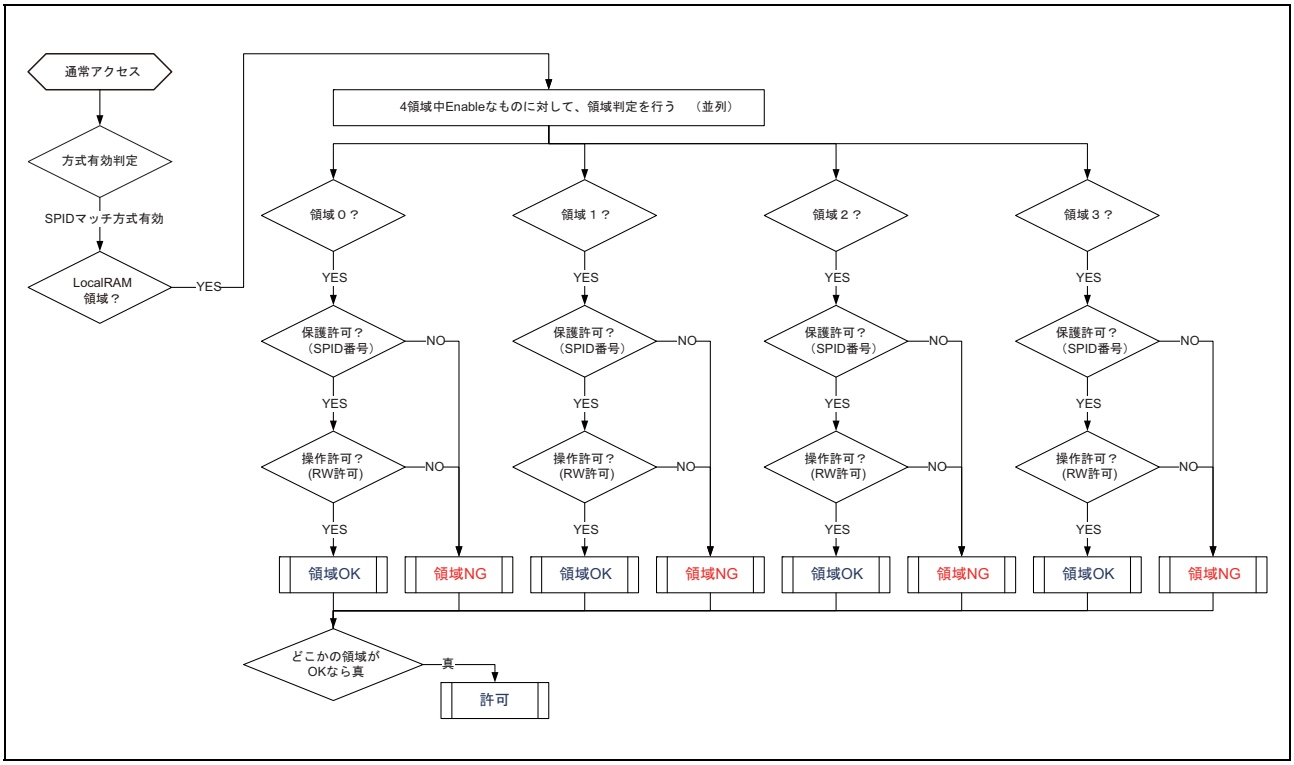

図 3.4 システム保護識別子（SPID）によるアクセス許可
(2) SPID による保護
- 「システム保護識別子（SPID）」によるアクセス許可（**図 3.4** を参照）